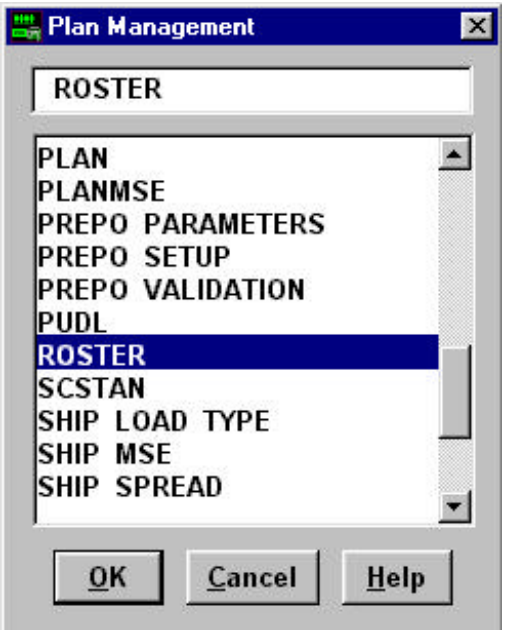

Figure 10.
STEP 1. To enter another table within the same plan, select the **User Plan Data** menu option. Here all the tables available to the current plan are listed. Select **Roster** table from the **Plan Management** window (see Figure 10.). Press **Insert** to enter a new record.